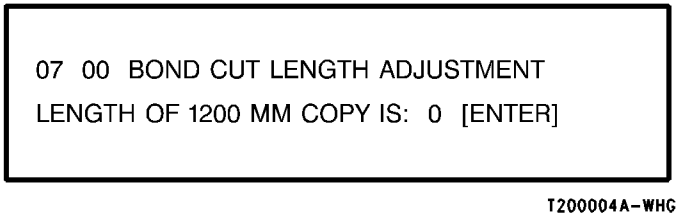

**Figure 3 Print Length**
7. ( Figure 3): Enter the measurement of the 600 mm print and press the **Enter** button. The following message is displayed.